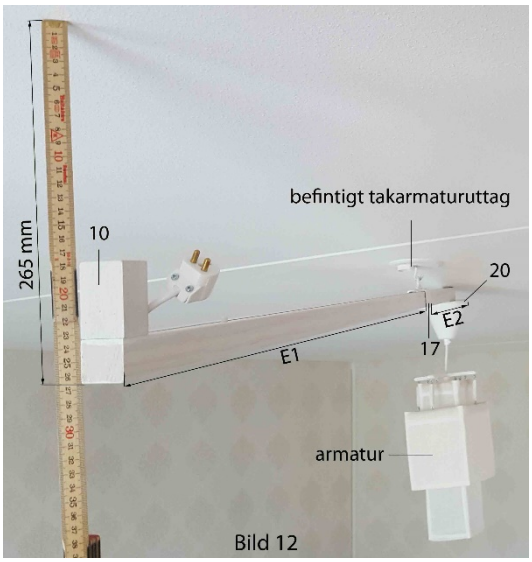

Bild 12
Montera armaturen på anordningens takarmaturuttag(20). För lätt armatur i samband med för kort kabeldragning kan få uttagsänden(E2) att bli lättare än stödänden(E1) och gör därmed att stödet(10) hänger ner från taket. Bild 12 visar att stöd- och distanselementet(10) inte trycks mot tak och stödändens nedersta kant(E1) hänger ner från taket. För att få stödet upptryckt mot taket kan följande två åtgärder vidtas: 1. Förläng armaturens avstånd i förhållande till det befintliga takarmaturuttaget. 2. Använd en tyngre armatur.